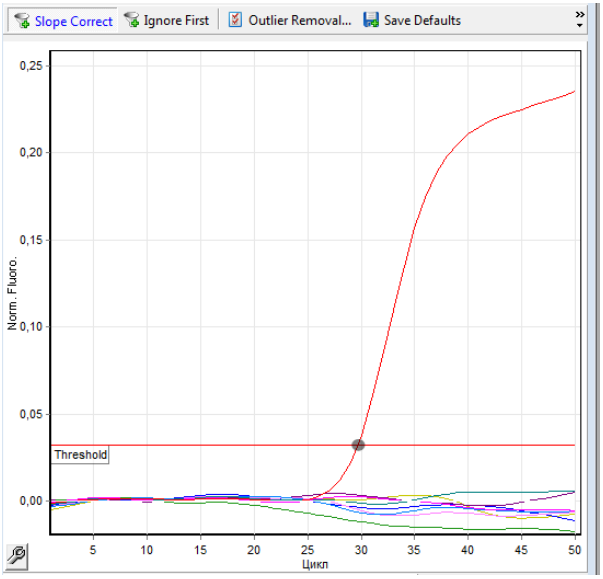

Рис. 2. Выставление пороговой линии на начале линейного участка для КО+
8. В разделе CT calculation установите Threshold – 0,1. Далее вручную опустите пороговую линию в окне с графиками флуоресценции до уровня начала линейного участка для графика, соответствующего КО+. См. рис. 2. Продолжайте анализ результатов в соответствии с разделом Анализ результатов данной инструкции